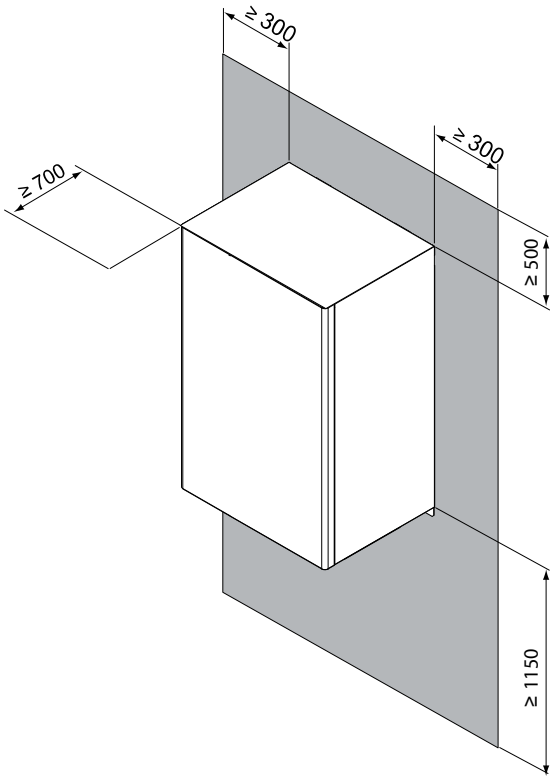

fig. 7 - minimale gebruiksruimte voor de binnenunit
- De ruimte rond het toestel is voldoende voor onderhoud, zie fig. 7.